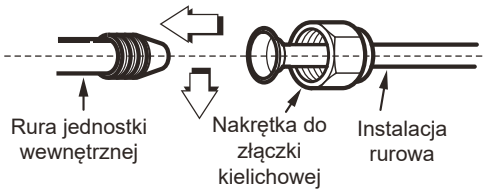

Rys. 8-7
- Odpowiednio dokręcić nakrętkę do złączki kielichowej (patrz rys. 8-7)